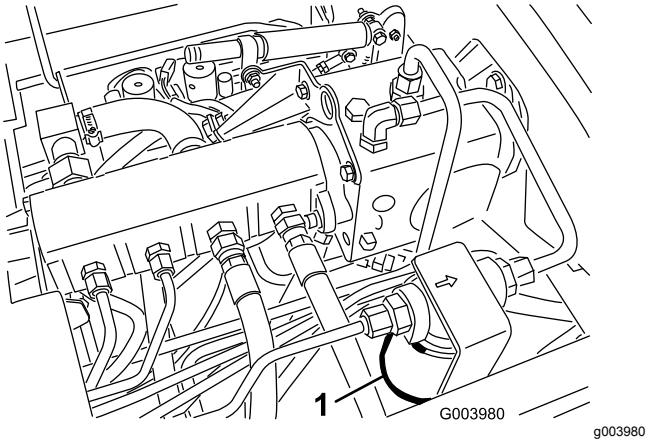
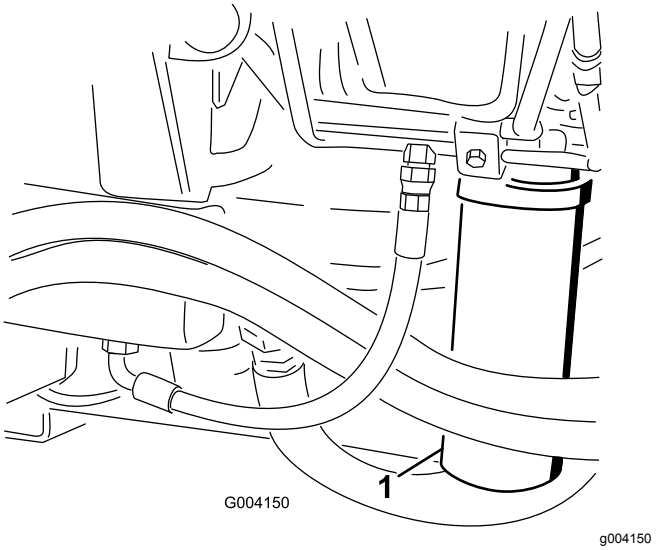

Figur 70
Figur 71
2. Rengjør området rundt der filteret skal festes, og plasser et tappefat under filtrene (Figur 70 og Figur 71).